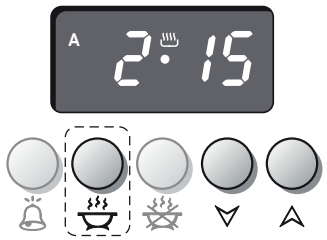

Fig. 8.8
1. Set the cooking time by pressing button and then ⩓ to move forward or ⩔ to move back if you have gone beyond the required time (fig. 8.8).